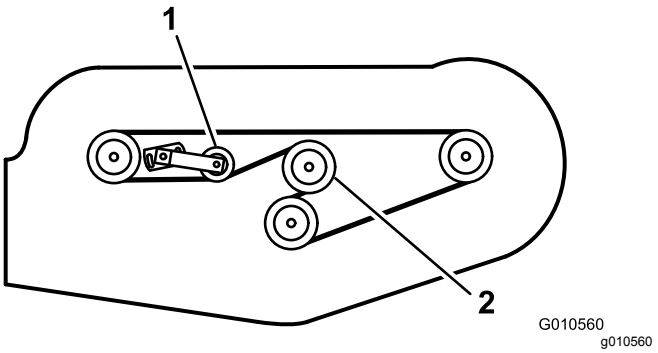

Figuur 30
6. Bevestig de nieuwe riem rond de poelie van de tandwielkast, de aspoelies, de stationairpoelie en de afstelbare spanpoelie (Figuur 30).